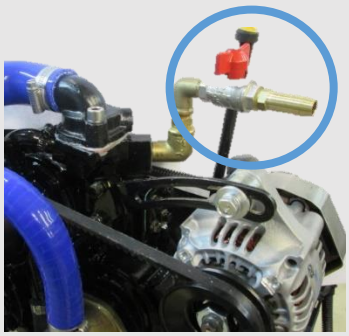

Figure 29: Position of Calorifiers on a River Boat
- The calorifiers are positioned as per (**Figure 29**)